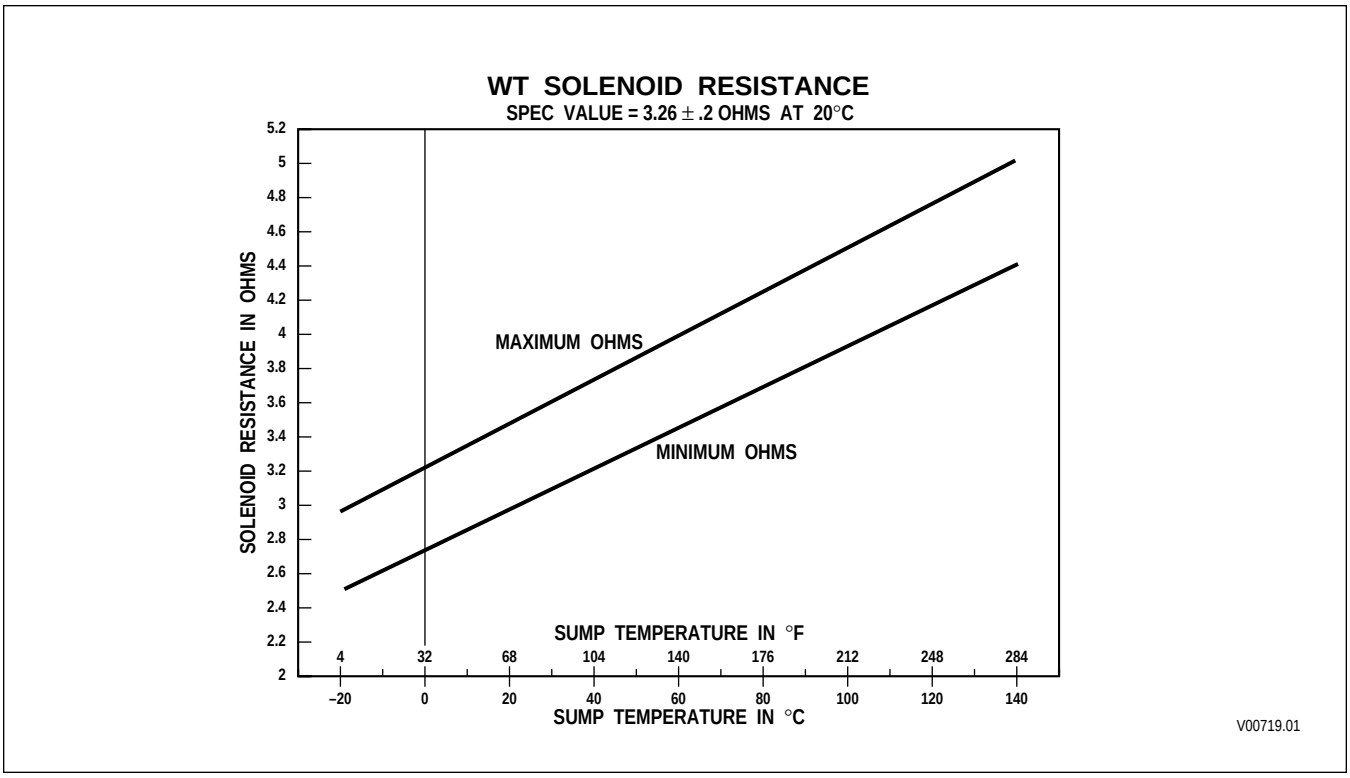

Figure 6–17. Solenoid Resistance vs. Temperature
When testing the control system from the feedthrough connector with the internal harness connected, the resistance of each solenoid can be checked using a VOM. Refer to Figure 6–17 for resistance values versus temperature.
CODE 44 XX — SHORT-TO-GROUND IN SOLENOID CIRCUIT *(Figure 6–16)*
2. If the connector is connected, clean, and not damaged, check the solenoid circuit in the transmission for shorts to other wires. (Tool J 41612 may be useful in making this test.) Refer to the system schematic and/or chart to identify wires in the internal harness which are connected. If the short circuit is found, drain the fluid, remove the control module (refer to the transmission Service Manual), and isolate the short. The short is probably in the feedthrough harness, or the solenoid itself (refer to Figure 6–1 for solenoid locations).